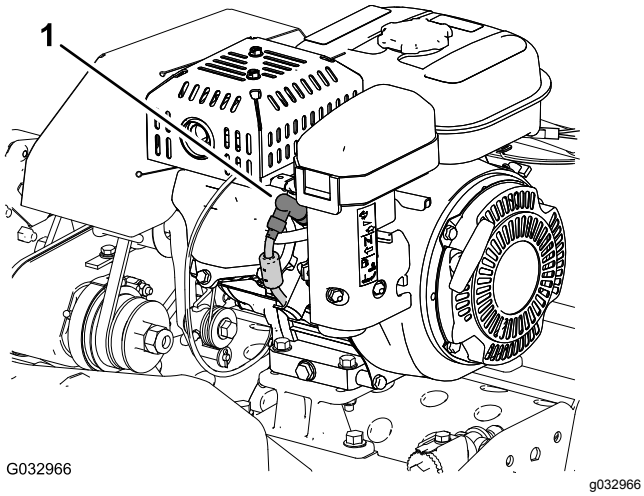

Figur 1
5. Fjern tennpluggkabelen fra klemmene på tennpluggen (Figur 1).